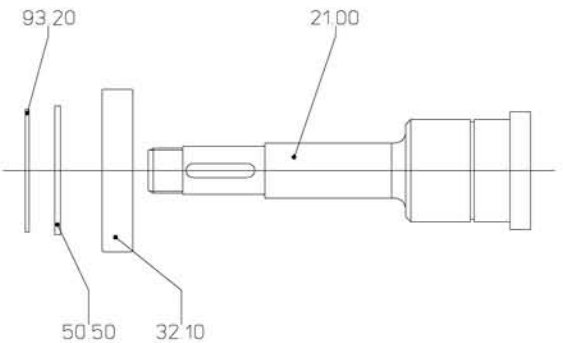

fig. 4
1. Monte conjunto eje según fig. 4.